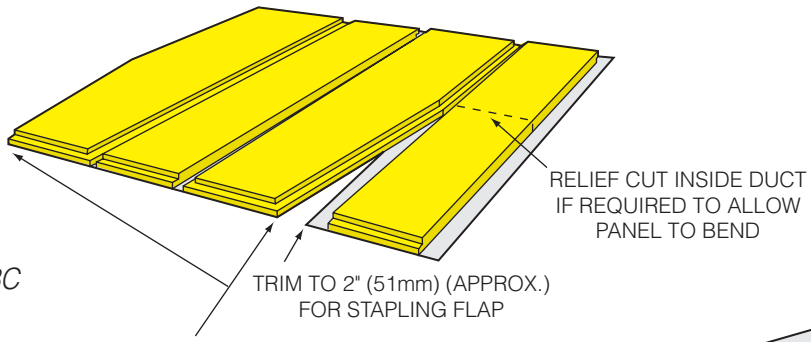

Fig. 3-13C
3. Shiplap diagonal cuts with gray (female) shiplap tool along diagonals (Fig. 3-13C).
4. Make relief cut (Fig. 3-13C) inside duct if required for panel to conform to transition angle.